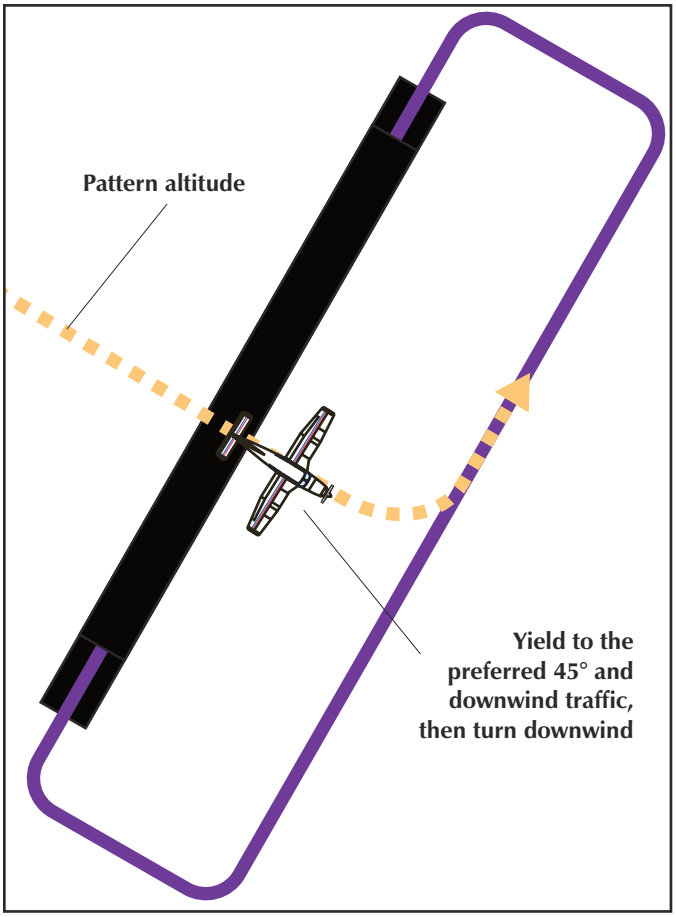

Figure 10. Alternate Midfield Entry from Upwind Leg Side of Airport
- An alternate method is to enter on a midfield crosswind at pattern altitude, then turn downwind (see Figure 10). This technique should not be used if the pattern is busy. Give way to aircraft on the preferred 45-degree entry and to aircraft already established on downwind.